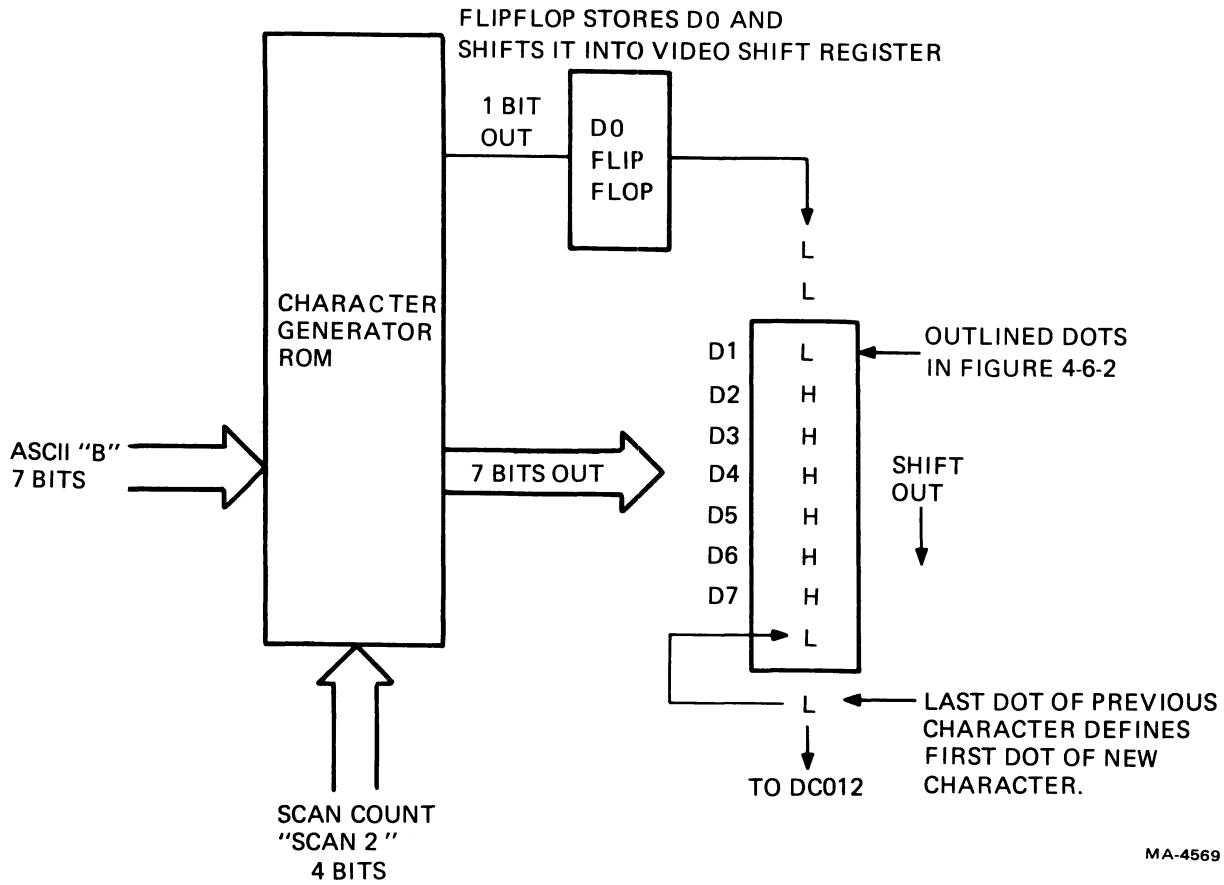

Figure 4-6-4 Character Generator Example
4.6.1.4 Video Processor Character Generation – Data, coming either from the screen RAM for scan 1 or the line buffer for scans 2 through 10, becomes part of an address to a character generator ROM. (See Figure 4-6-4, Character Generator Example.) The rest of the address comes from a scan counter in the DC012 control chip. The scan counter addresses the ROM according to which of the ten scans is to be displayed. The 4-bit scan counter skips over the other 6 possible addresses to the ROM, so the ROM contains data in only 10 out of 16 locations. The output of the ROM is eight bits that represent the pattern of sequential dots to be displayed for that character on that scan. The eight bits enter the video shift register, a serializer that converts the eight parallel bits into a one-bit-wide stream. An extra flip-flop stores the last bit so it can be output to the stream two or three extra times (depending on line length) to fill the intercharacter space. The stream enters the DC012 control chip, where the final adjustments for video display are made, and then the video signal goes to the CRT monitor.